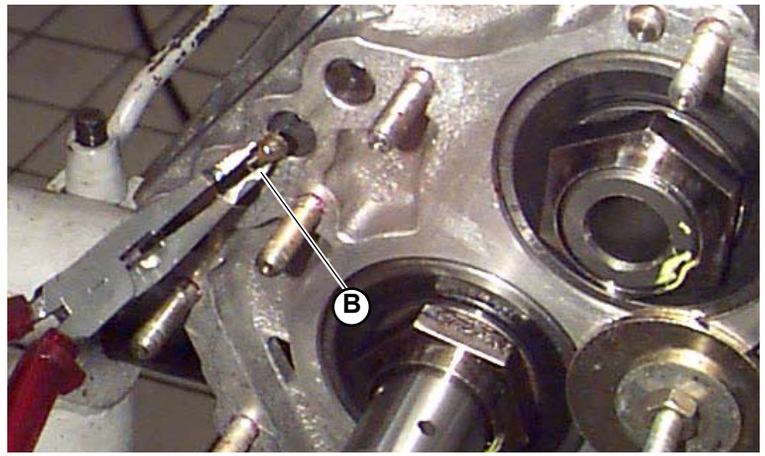

Fig.3
- Introduce the dowel in the orthogonal hole towards the 5th/6th gear through the gearbox 3rd/4th control rod seat (**B-Fig.3**).